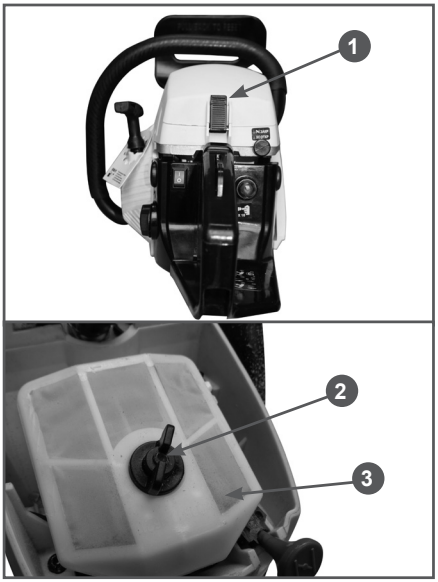

Рис. 18 Обслуживание воздушного фильтра
1. Отстегните защелку 1 (Рис. 18) и снимите крышку воздушного фильтра.
2. Открутите барашковую гайку 2 и снимите капроновый фильтрующий элемент 3 (Рис. 18). Проверьте его на наличие повреждений.